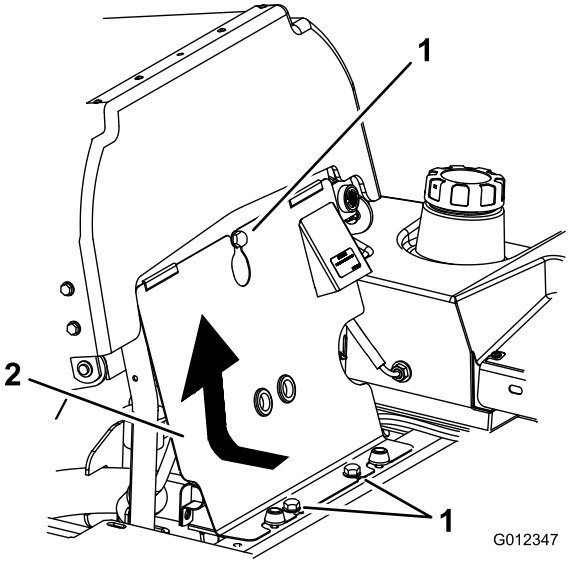

Figur 72
3. Tippa sätet framåt, lossa bultarna och demontera den främre motorkåpan (Figur 72).